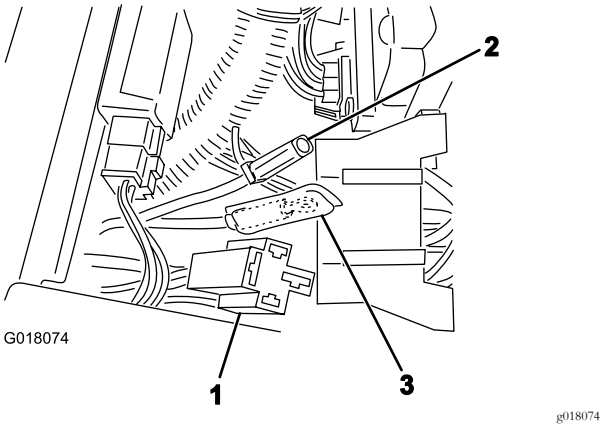

Figur 12
1. Monter tilbehørsrelæstikket fra traktionsenhedens ledningsnet til effektrelæet (Figur 12).
2. Tilslut det store røde kabel (Figur 12) fra hjælpesikringsblokken til det tilsvarende stik i traktionsenhedens ledningsnettet.
5. Tilslut de sorte kabler fra traktionsenhedens ledningsnet og sættets ledningsnet til motorblokken (Figur 12 og Figur 13).